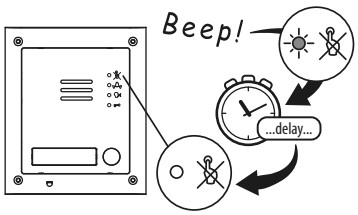

Fig. 55
4. Next a single short beep will be heard (in the meantime the busy LED will continue to flash while it registers with the chosen network), then after a further short delay the busy LED will stop flashing to indicate that the GSM has registered with the network, see **Fig.55**.